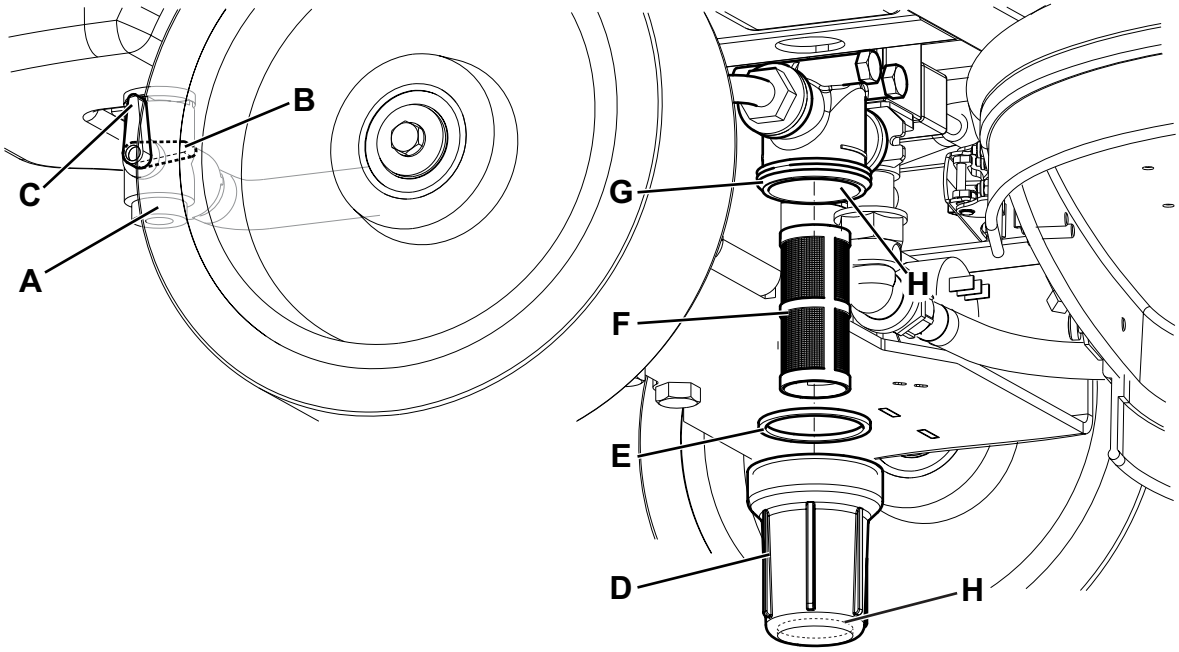

Afbeelding 9
2. Zet de contactsleutel (58) in de stand ‘0’.
3. Sluit het kraantje (A, Afb. 9) van de reinigingsoplossing dat zich onder de machine bevindt, achter het achterwiel rechts. Het kraantje (A) is gesloten als hij in de stand (B) ten opzichte van het kraantje staat; hij is geopend als hij in de stand (C) staat.
4. Verwijder de transparante houder (D), neem de pakking (E) en verwijder daarna het filterrooster (F) onder de machine, voor het achterwiel rechts. Reinig ze met water en monteer ze weer in de steun (G).